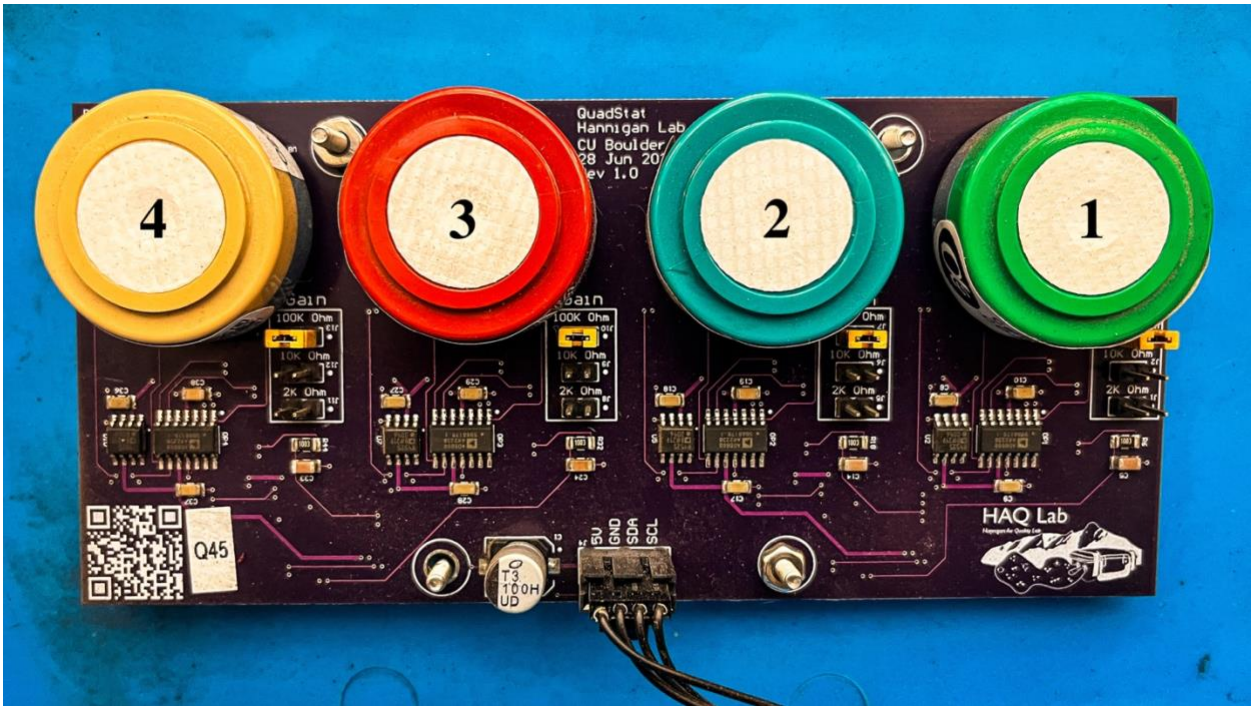

Figure 8: Quadstat Breakout Board with Numbered Sensors
The Quadstat houses four Alphasense electrochemical sensors that target various gases such as Carbon Monoxide (CO), Nitric Oxide (NO), Nitrogen Dioxide (NO_2) and Ozone (O_3). The Quadstat can fit Alphasense A, B, C and D footprints. An example Layout is shown below (*Figure 8*) numbered from 1-4 in the order the data will display on the Micro SD card.
When data is viewed on the SD card, each sensor will write two columns: "Auxiliary" and "Main". To use the data printed to the SD card, you must take the difference between the Auxiliary and Main channel values. An example that correlates with the Quadstat in Figure 8 is shown below.